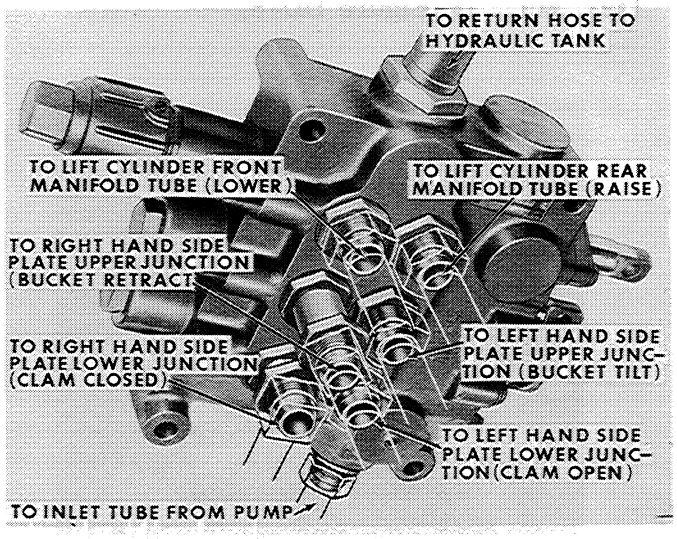

Figure DD-6
2. Connect the pressure lines and the return hose, Figure DD-6.